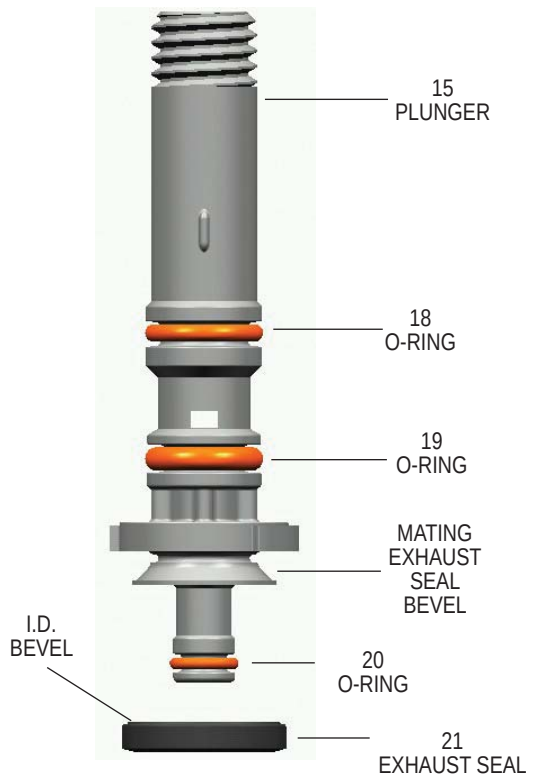

FIGURE 8 - ***PLUNGER AND EXHAUST SEAL***
1. Install o-rings (18,19 & 20) and the exhaust seal (21) onto the stem of plungers (15).
CAUTION: The exhaust seal (21) must be installed so that its beveled surface mates with the beveled surface of the plunger (Figure 8).
2. Install o-ring (16) onto the guide spool (14). Install the guide spool assembly over the threaded end of the plunger (15) and press down firmly until it contacts the plunger flange.
3. Install spring (12) over the boss in the bottom of the spool cavity in the body of the MV-3® valve. Place the spool assembly into the body, keeping the spool square to the body press and turn the stem until the spool is fully seated in its cavity. Note the assembly is keyed and may only be installed one way.